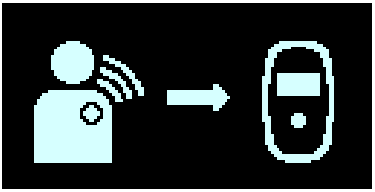

Figura 13: Ecrã Transferência de dados do GII
4. O processo de carregamento começa por apresentar o ecrã Transferência de dados do GII enquanto o Carregador Vesta transfere informação do GII OPTIMIZER Smart Mini. A seta animada que aponta para o ícone do carregador indica que o carregador está a transferir ativamente informação do dispositivo implantado. **Consulte a Figura 13**.